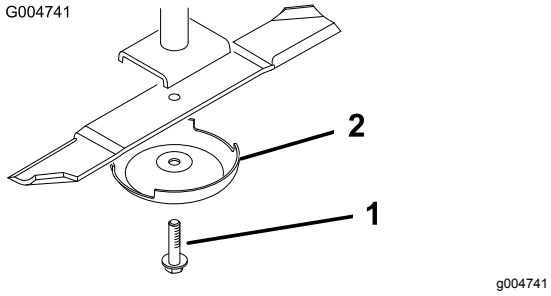

Figuur 78
5. Verwijder de mesbout, de antiscalpeercup en het mes van de as (Figuur 78).